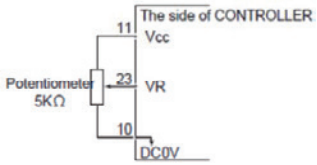
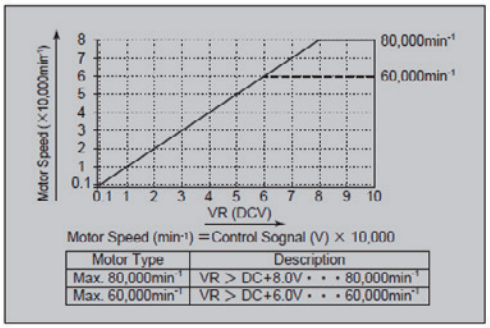

Fig. 44
Fig. 46
④ Motor Speed Control Signal
Rotation Speed can be selected by, applying analog voltage to the " Motor Speed Control Voltage (VR)". Refer to Fig. 44, 45 for connections. Refer to Fig. 46 for the relationship between Motor Speed and Control Signal.